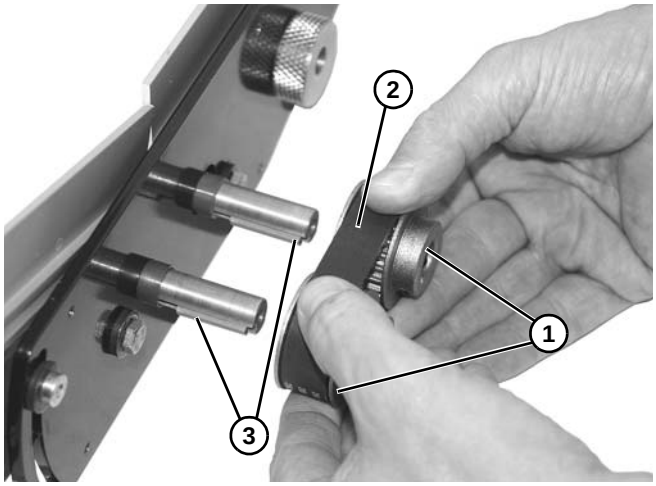

Figure 79
4. Retirer les deux poulies **(Figure 79, élément 1)** et la courroie **(Figure 79, élément 2)**.
5. Faire attention de bien installer les deux clavettes **(Figure 79, élément 3)** sur chaque axe.
6. Installer la nouvelle courroie **(Figure 79, élément 2)** et les deux poulies **(Figure 79, élément 1)**.